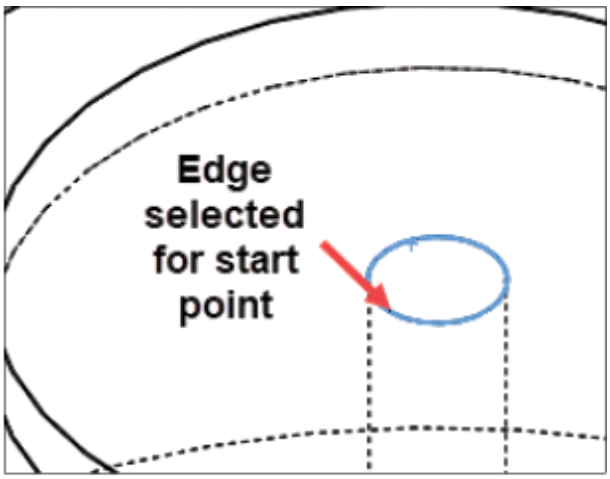

Figure-74. Start point for threading
- Click at desired point on the model to specify the start point; refer to Figure-74.